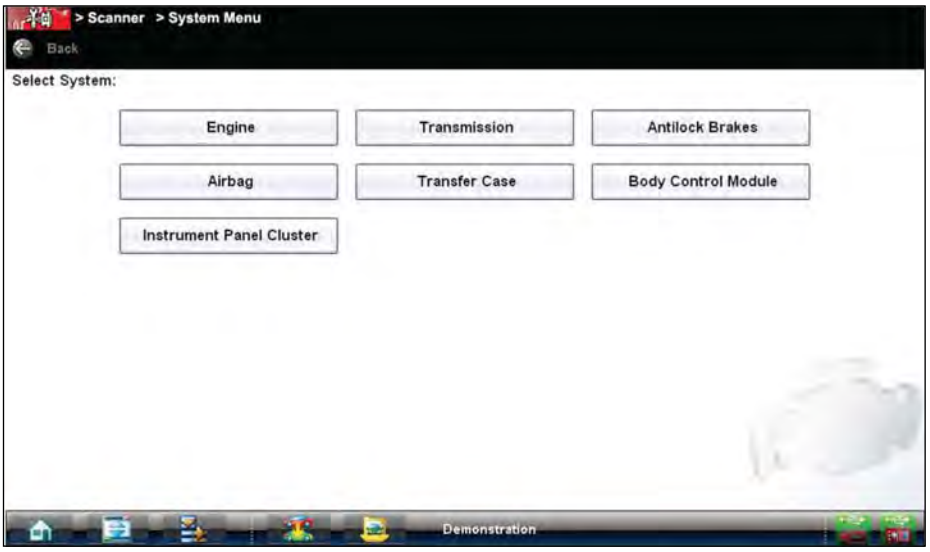

Figure 4-16 *Systems menu*
1. After the vehicle has been identified, a list of available systems for testing displays (Figure 4-16). Select a system to continue.